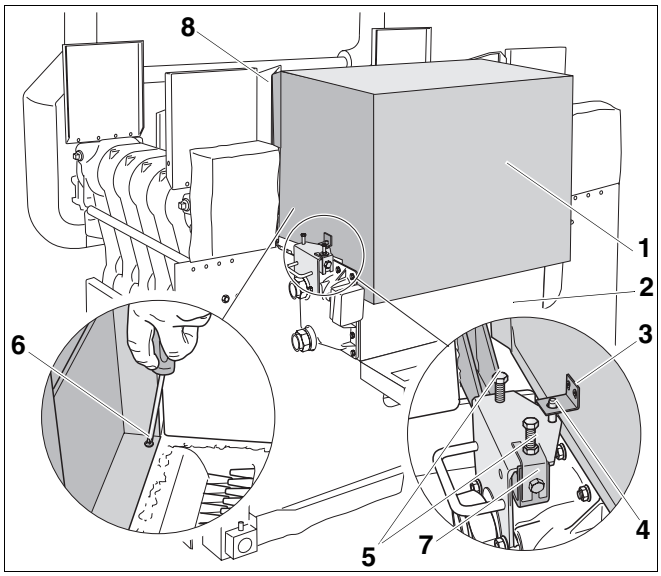

Afb. 52 Trekonderbreker monteren
- Plaats de trekonderbreker (afb. 52, **pos. 1**) op de condensatie-eenheid (afb. 52, **pos. 2**) en breng tegelijkertijd de stiften (afb. 52, **pos. 4**) in de hoeken (afb. 52, **pos. 3**) aan de zijkanten van de trekonderbreker aan (centreren van de trekonderbreker).
- Schroef de trekonderbreker (afb. 52, **pos. 1**) met 4 schroeven 4,8 × 22 (afb. 52, **pos. 6**) aan de van clipmoeren voorziene eindelementen.
- Schroef de trekonderbreker (afb. 52, **pos. 1**) met 6 schroeven met vlakke kop 3,9 × 9,5 aan de zijwanden (afb. 52, **pos. 8**) van de rookgasverzamelaar.
- Trek de condensatie-eenheid (afb. 52, **pos. 2**) met behulp van de stelschroeven (afb. 52, **pos. 5**) tegen de trekonderbreker (afb. 52, **pos. 1**) en dicht ze zo af.
- Bevestig de condensatie-eenheid (afb. 52, **pos. 2**) met de beveiligingshoek (afb. 52, **pos. 7**) aan de houders van de condensatie-eenheid.
- Bevestig de beveiligingshoek (afb. 52, **pos. 7**) met de moer van de voorste stelschroef (afb. 52, **pos. 5**).